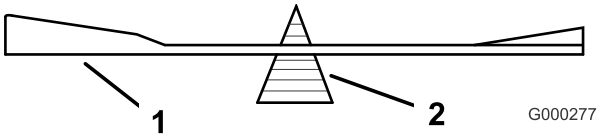
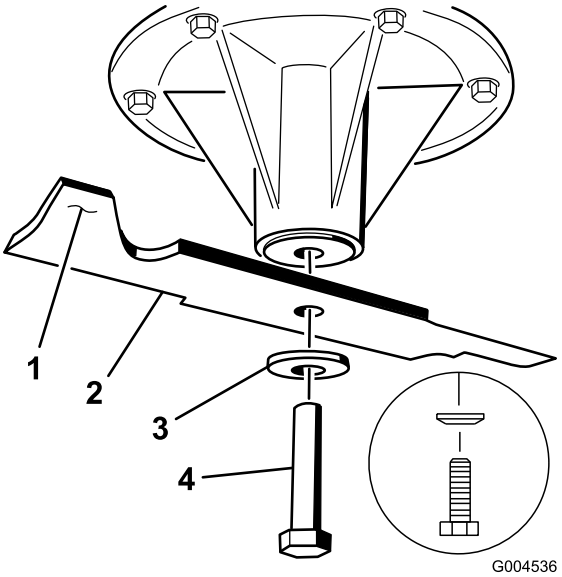
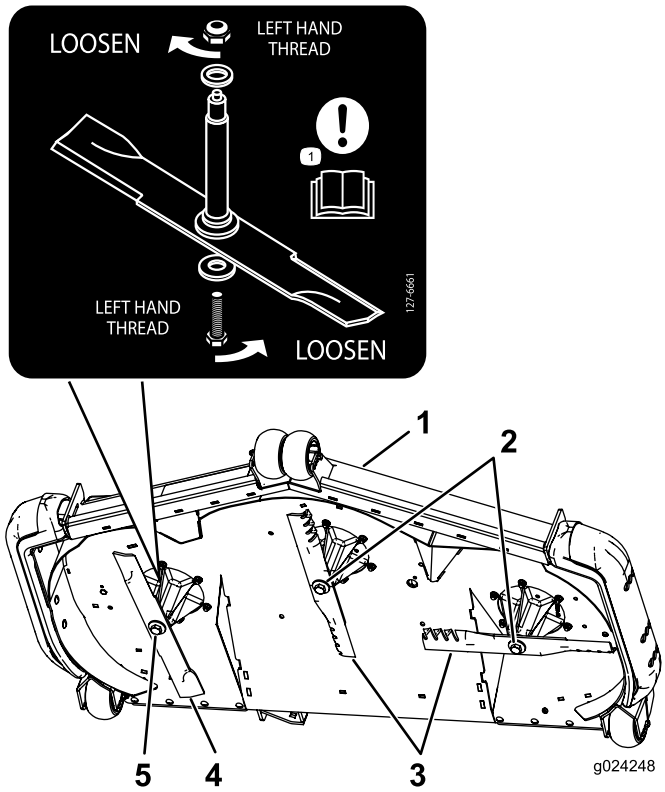

Figur 92
Figur 93
Figur 94
2. Kontroller skæreknivens balance ved at placere den på en afbalanceringsenhed (Figur 92). Hvis skærekniven forbliver i en vandret position, er skærekniven afbalanceret og kan benyttes. Hvis skærekniven ikke er afbalanceret, skal der slibes lidt mere metal af enden af sejlområdet (Figur 93). Gentag denne procedure, indtil skærekniven er afbalanceret.
Vigtigt: Den højre skærekniv på dette plæneklipperskjold er modsat roterende og bruger en knivbolt med venstregevind. Brug Figur 94 for at se den korrekte placering af skæreknivene.
1. Monter de venstre og midterste skæreknive, de buede skiver og knivboltene på spindelakslerne (Figur 93 og Figur 94).
Bemærk: Sørg for, at den buede skives konus er monteret mod boltens hoved (Figur 93).
2. Monter den højre skærekniv, den buede skive og knivbolten (bolt med venstregevind) på spindelakslen (Figur 93 og Figur 94).